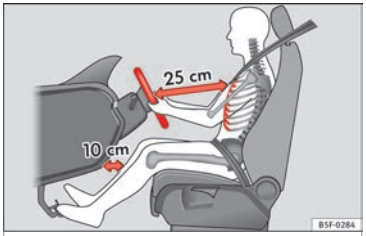
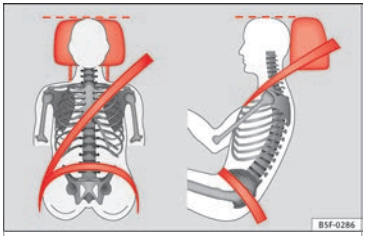

Fig. 81 The correct distance between the driver and the steering wheel must be at least 25 cm (10 inches).
Fig. 82 Correct belt web and head restraint positions
- Adjust the head restraint so that its upper edge is at the same level as the top of your head, or as close as possible to the same level as the top of your head and under no circumstances below eye level. Keep the back of your neck as close as possible to the head restraint ››› **Fig. 81** and ››› **Fig. 82**.
- Adjust the steering wheel so that there is a distance of at least 25 cm (10 inches) between it and your chest ››› **Fig. 81** and so that you can hold the steering wheel with both hands on the outside of the ring at the 9 o'clock and 3 o'clock positions with your arms slightly bent.
- Adjust the driver seat forwards or backwards so that you are able to press the accelerator, brake and clutch pedals to the floor with your knees slightly angled and the distance between your knees and the dash panel is at least 10 cm (4 inches) ››› **Fig. 81**.